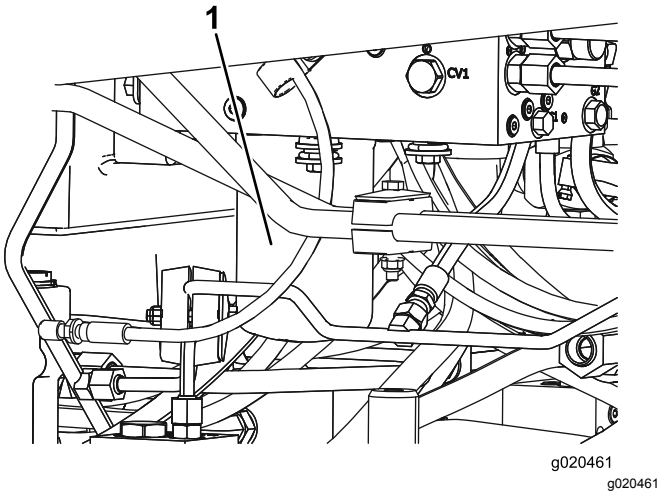

**Figuur 100**
5. Herhaal deze procedure bij het andere filter (Figuur 100).